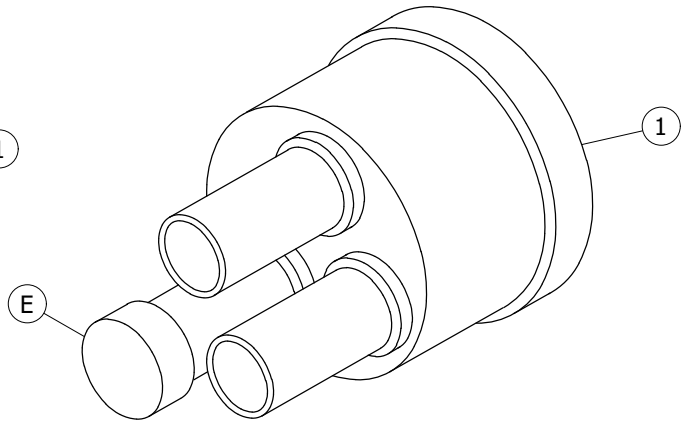

FIGURE 2
(F) HEAT SHRINK SLEEVES ARE REQUIRED ON DOUBLE AND TRIPLE ENTRANCE ADAPTORS (STYLE B ON FIGURE 2), INSTEAD OF THE HAND TAPED APPLICATION. BOTH METHODS DESCRIBED WILL PREVENT WATER AND OTHER DEBRIS FROM ENTERING THE SUBSTRUCTURE.